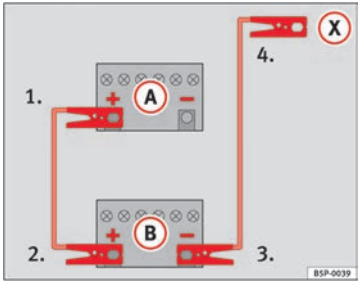
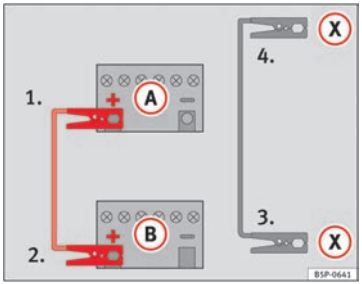

Fig. 161 Diagram of connections for vehicles without Start Stop system
Fig. 162 Diagram of connections for vehicles with Start Stop system
- Connect one end of the *red* jump lead to the positive (+) terminal of the vehicle with the flat battery (A) ⇒ Fig. 161.
- Connect the other end of the *red* jump lead to the positive terminal (+) in the vehicle providing assistance (B).
- Connect one end of the *black* jump lead to the negative terminal (–) of the vehicle providing assistance (B) ⇒ Fig. 161.
- Connect the other end of the *black* jump lead (X) to a solid metal component bolted to the engine block or to the engine block itself of the vehicle with the flat battery. However, connect it to a point as far as possible from the battery (A).
- Connect one end of the *red* jump lead to the positive (+) terminal of the vehicle with the flat battery (A) ⇒ Fig. 162.
- Connect one end of the *black* jump lead (X) to a suitable ground terminal, a solid piece of metal in the engine block, or to the engine block ⇒ Fig. 162.